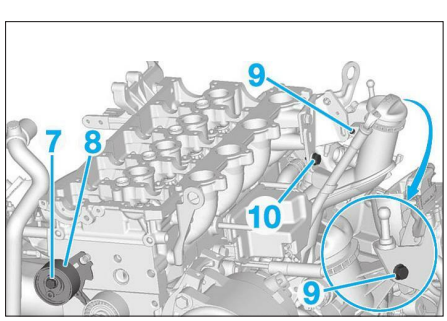

**Fig. 63**
- la vis (7), **(Fig.63)**
- le galet tendeur (8),
- les vis (9) et (10),